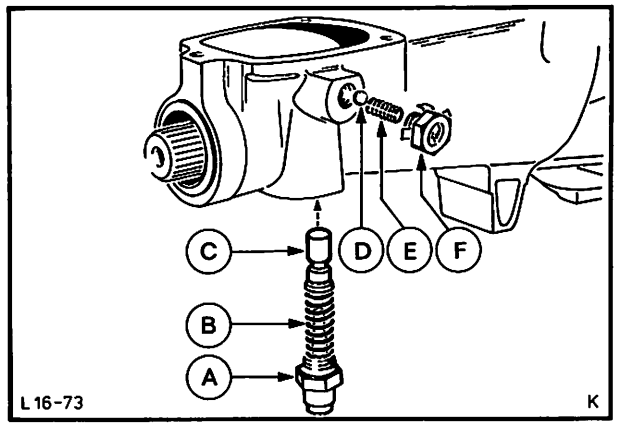

Abb. 89 Rw.-Gang-Sperre
11. Rw.-Gang-Sperre ausbauen, dazu die seitliche und untere Schraube am Ende der Getriebeverlängerung entsichern und herausdrehen. Druckfedern, Kugel und Arretierstift herausnehmen, Abb. 89.